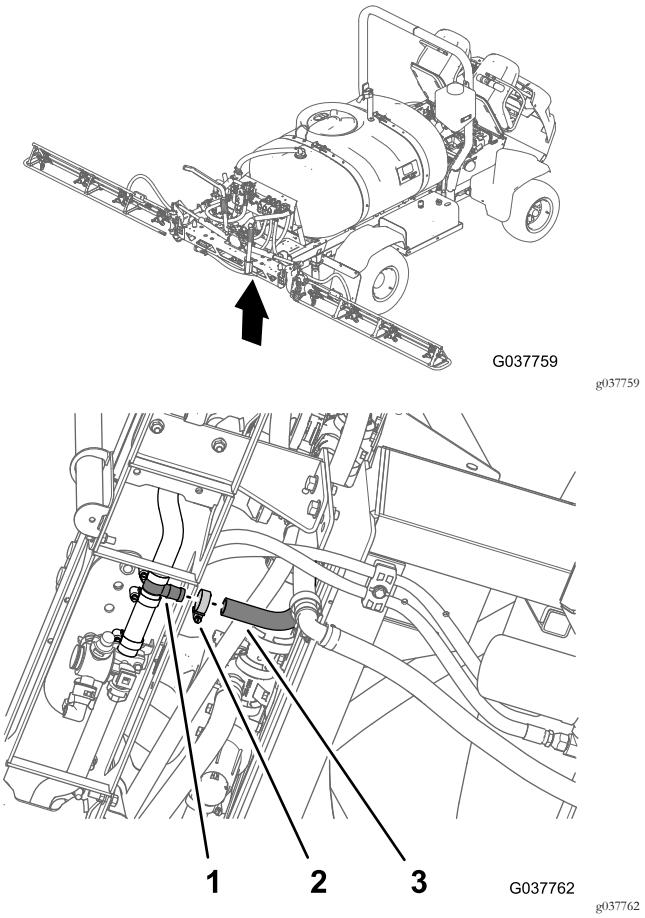

Figuur 85
1. Monteer de toevoerslang van de middelste spuitboom op de T-fitting van de middelste spuitboom (Figuur 85).